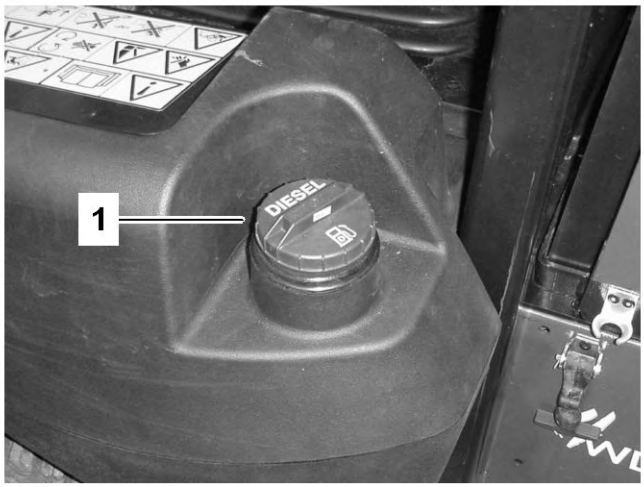

Figur 25
3. Tag brændstoftankens dæksel af (Figur 25).